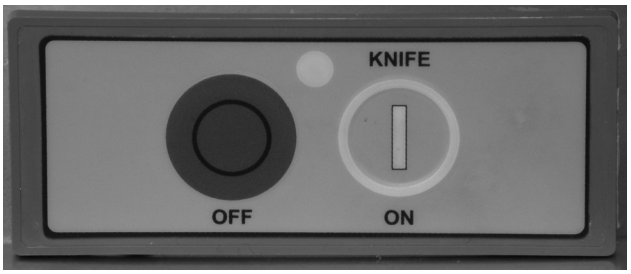

Fig. 3
- Turn the slicer on by pressing the KNIFE ON button (Fig. 3).
- Use the Product Tray Handle (Fig. 1) to push and pull the Product Tray back and forth to slice. When finished, pull the Product Tray forward until it stops. Turn the Index Knob fully clockwise to close the Gauge Plate, this will turn the slicer off. The OFF Button (Fig. 3) can also be pressed to stop the slicer.